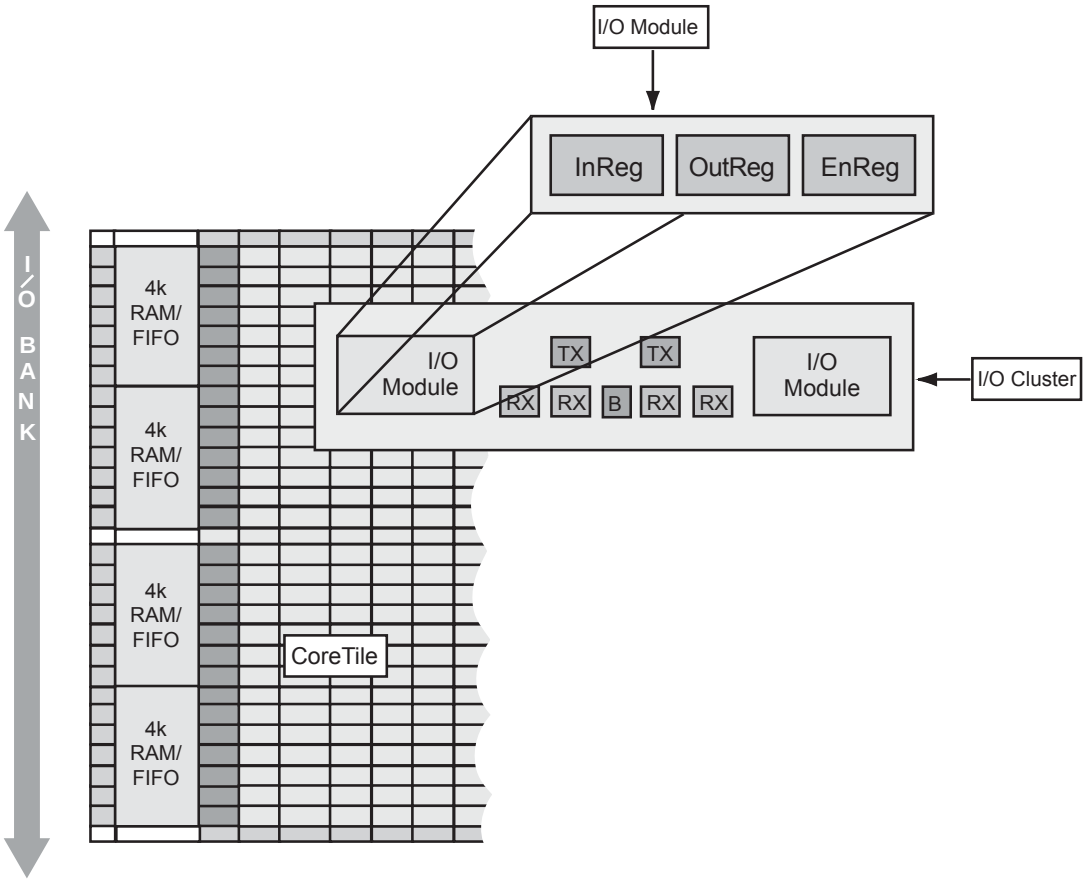

Figure 1-7 • **I/O Cluster Arrangement**
Each I/O module has an input register (InReg), an output register (OutReg), and an enable register (EnReg) (Figure 1-7 on page 1-5). An I/O Cluster includes two I/O modules, four RX modules, two TX modules, and a buffer (B) module.